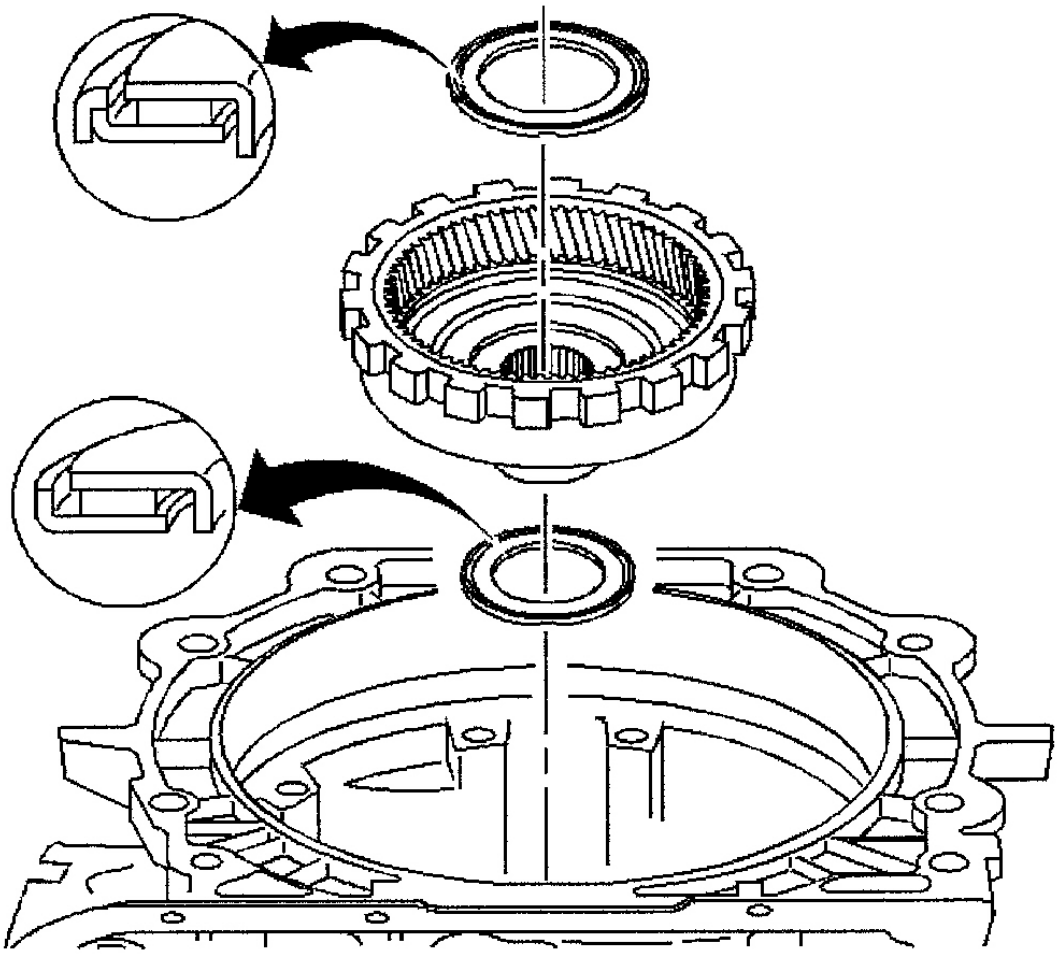

Fig. 30: Removing/Installing Internal Reaction Gear & Thrust Bearing
2. Remove low-reverse clutch plates. Note locations of components. See **Fig. 29** . Remove internal reaction gear and thrust bearing. Remove internal reaction gear support-to-case thrust bearing. See **Fig. 30** .